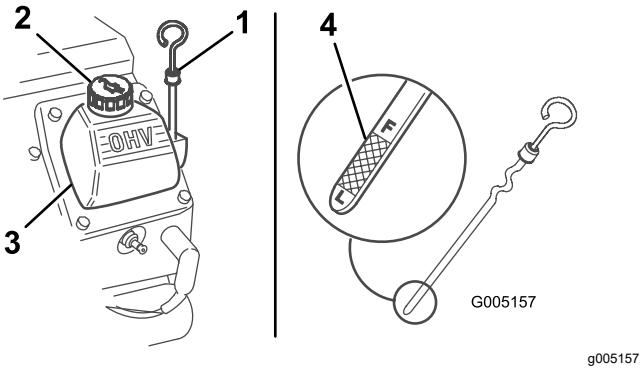

**Figuur 25**
3. Reinig het gebied rond de oliepeilstok (Figuur 25).
4. Trek de peilstok uit en veeg het metalen deel met een doek schoon (Figuur 25).
5. Schuif de peilstok helemaal in de buis (Figuur 25).
7. Als het oliepeil laag is, reinigt u de omgeving van de olievulbuisdop en verwijdert u de dop (Figuur 25).
12. Verwijder de vuldop (Figuur 25) en giet langzaam ongeveer 80% van de gespecificeerde hoeveelheid olie in het klepdeksel.